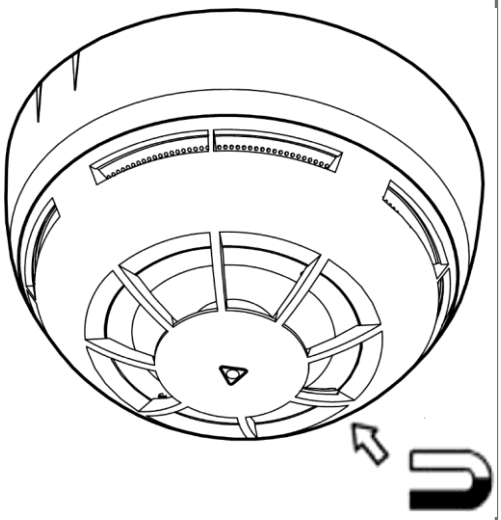

Рисунок 7
5.2 Проверка работоспособности производится поднесением постоянного магнита к краю корпуса извещателя в область, противоположную обозначенной метками на базе (см. Рисунок 7).